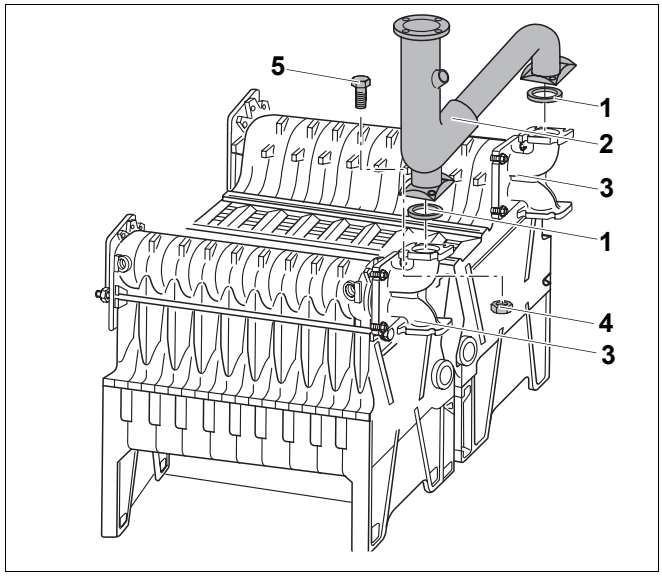

Rys. 29 Montaż rury zasilania
- Założyć uszczelki płaskie (rys. 29, **poz. 1**) na obie kształtki przyłączeniowe (rys. 29, **poz. 3**).
- Nałożyć rurę zasilania (rys. 29, **poz. 2**) na kształtki przyłączeniowe (rys. 29, **poz. 3**).
- Włożyć śruby z łbami sześciokątnymi M12 × 40 (rys. 29, **poz. 5**) od góry w kołnierz przyłączeniowy rury zasilania (rys. 29, **poz. 2**) i kształtek przyłączeniowych (rys. 29, **poz. 3**).
- Nakręcić nakrętki z włożonymi podkładkami (rys. 29, **poz. 4**) na śruby z łbami sześciokątnymi (rys. 29, **poz. 5**) i dokręcać dobrze na krzyż.